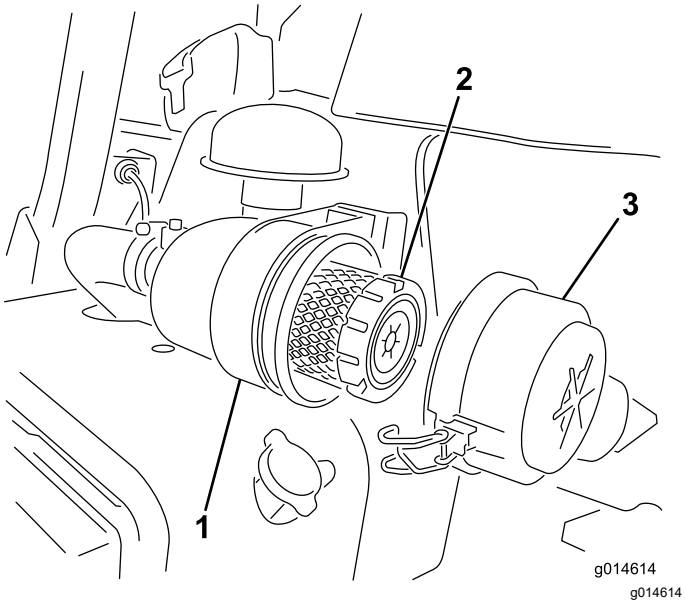

Figur 28
1. Utløs låsene som fester luftrenserdekslet til luftrenserhuset (Figur 28).
7. Fest låsene (Figur 28).